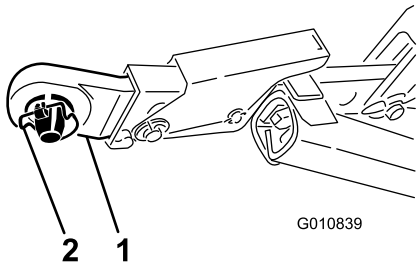
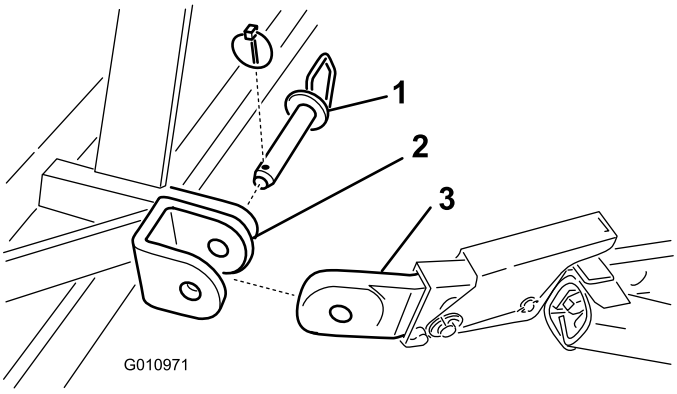

Figur 3
Figur 4
6. Fastgør de nederste forbindelsesarme til dybdelufterens monteringsbeslag med enten ringstifter (Figur 3) eller koblingstapper og ringstifter (Figur 4).